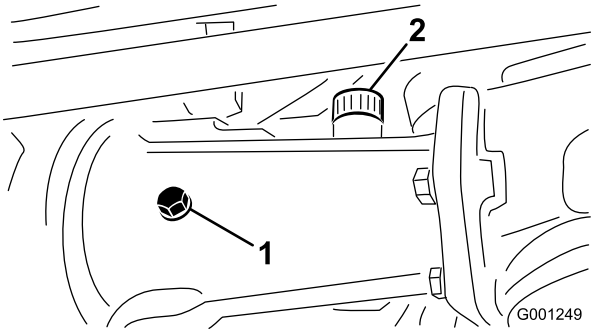

Figuur 27
2. Verwijder de controlepluggen van de as en controleer of het oliepeil de onderkant van de openingen bereikt. Indien het peil te laag staat, verwijdert u de vulpluggen en vult u voldoende tandwielolie bij totdat het peil de onderkant van de opening van de controlepluggen (Figuur 27 enFiguur 28) bereikt.